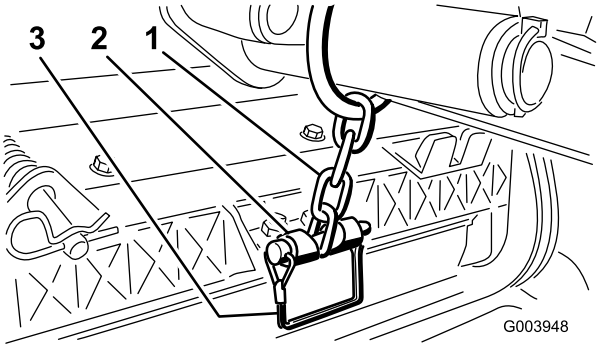

Figuur 12
12. Bevestig de ketting van de hefarm aan de kettingbeugel met de borgpen (Figuur 12).